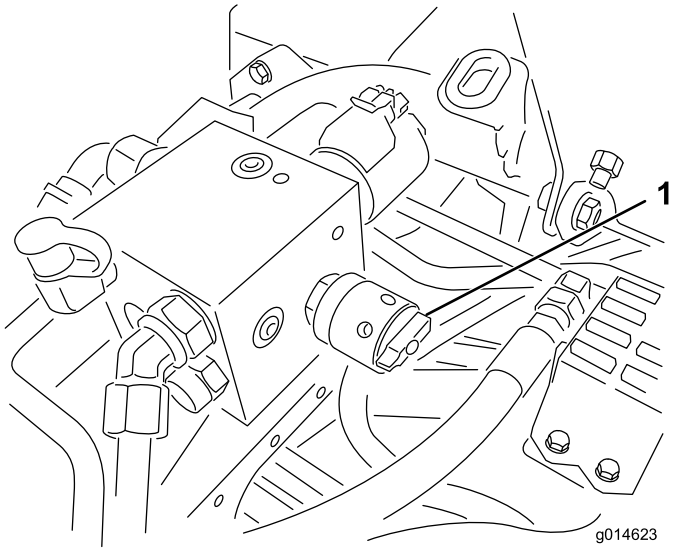

Figuur 51
6. Draai de toerentalregeling van de messenkooien op instelling 1 (Figuur 51).